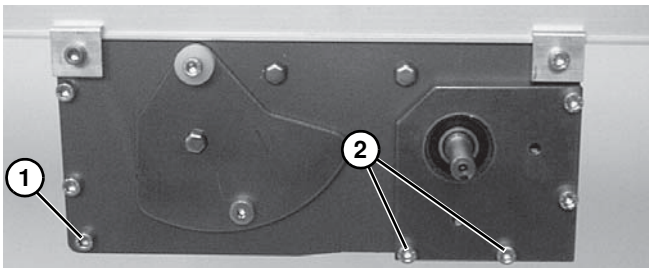

Figure 53
10. Serrer les vis placées en coin **(Figure 53, élément 1)** de chaque côté du module d'entraînement au couple de 9 N.m.
12. Réinstaller les vis de la porte du dispositif de tension **(Figure 53, élément 2)** de chaque côté du module d'entraînement. Serrer les vis au couple de 6,8 N.m.
*Dans le cas d'un motoréducteur monté verticalement, les vis de la porte du système de tension **(Figure 53, élément 2)** sont placées sur un côté lorsque l'ensemble de montage du motoréducteur est installé.*